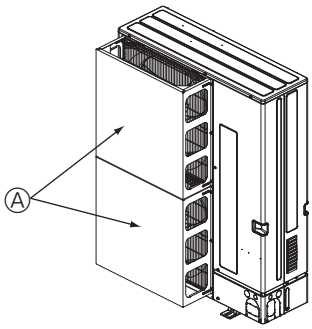

Fig. 2-3
② Installez un dispositif de protection contre le vent si l'appareil est installé à un endroit où des vents violents, en cas de typhon par exemple, risquent de souffler directement dans la sortie d'air. (Fig. 2-3)